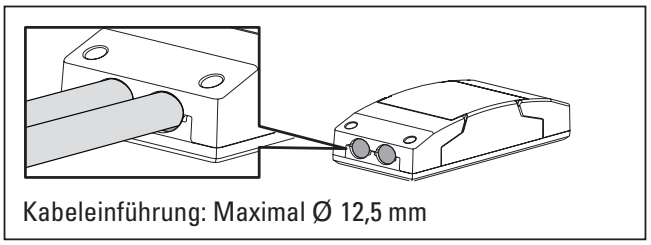

Abb. 11
• Bei einem Leitungsdurchmesser bis max. 12,5 mm muss die Ausstanzung am Schutzdeckel und im Basismodul entfernt werden (Abb. 11).